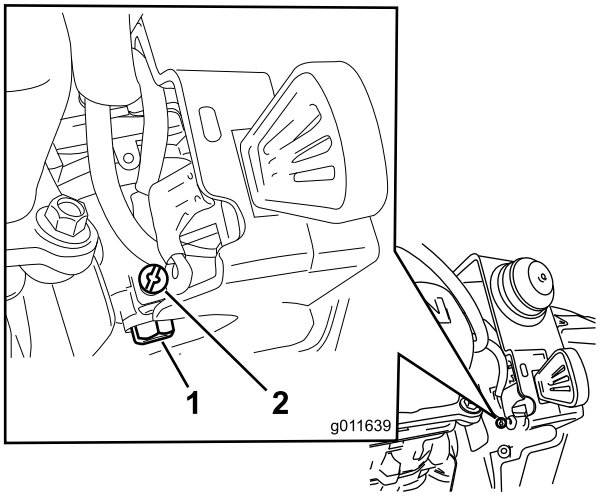

Figur 31
A. Skruva loss, men ta inte bort, den lilla skruven på sidan av förgasarens bränslebehållare (Figur 31) tills bränslet töms ut från förgasaren. Tappa ut bränslet i en godkänd bränslebehållare.